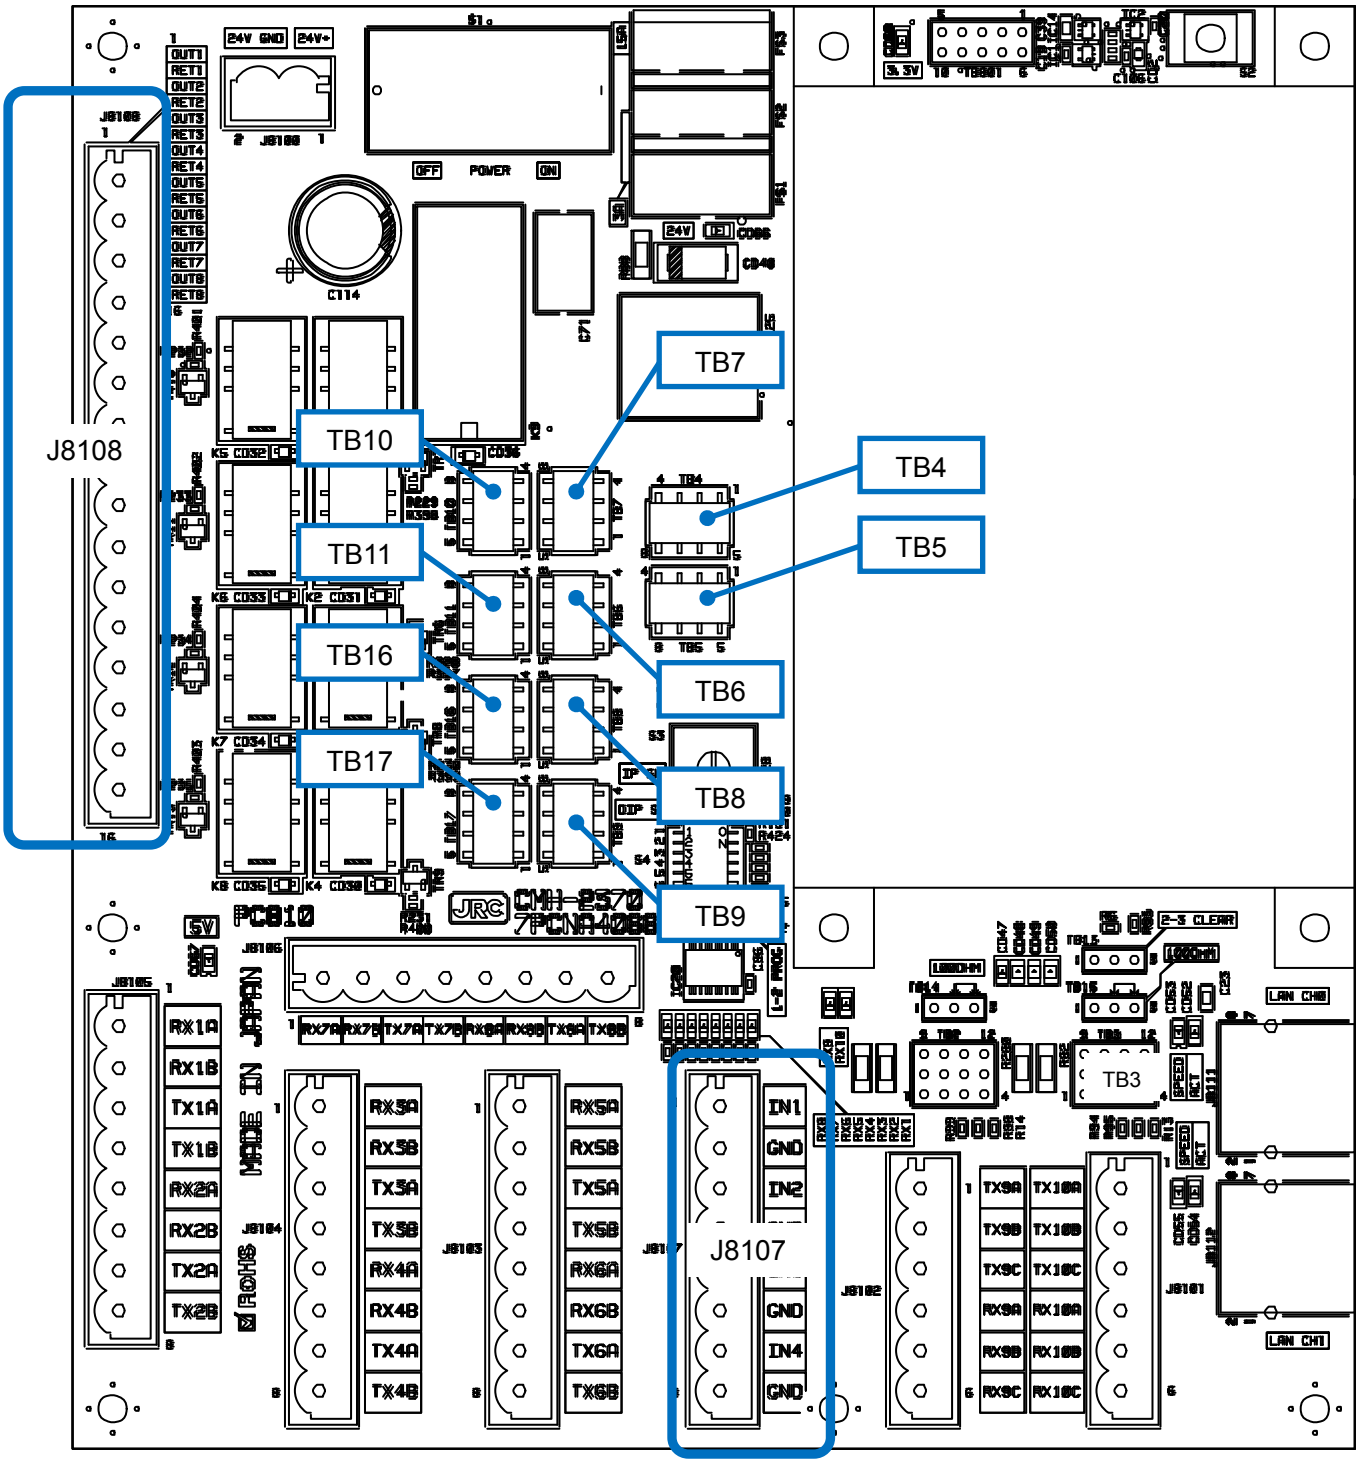

**Fig. 2.5.9 Dry Contact Connector and TB location on CMH-2370**
- See **Fig. 2.5.9** Dry Contact Connector and TB location on CMH-2370about location of J8107 on CMH-2370.
- See **Fig. 2.5.9.** about location of J8108 on CMH-2370.